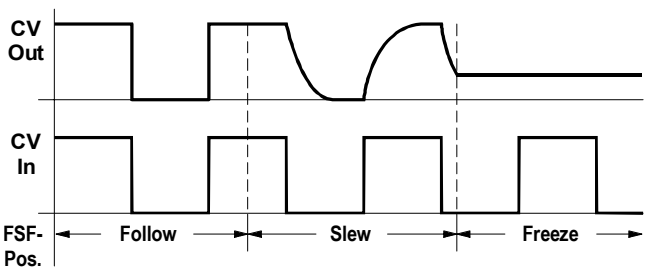

Abb. 1: Betriebsarten des Slew Limiters (Attenuator = 10, Offset = 0)
③ Schalter
Die **Betriebsart** des Slew Limiters bestimmen Sie mit dem Schalter ③ (s. Abb. 1):